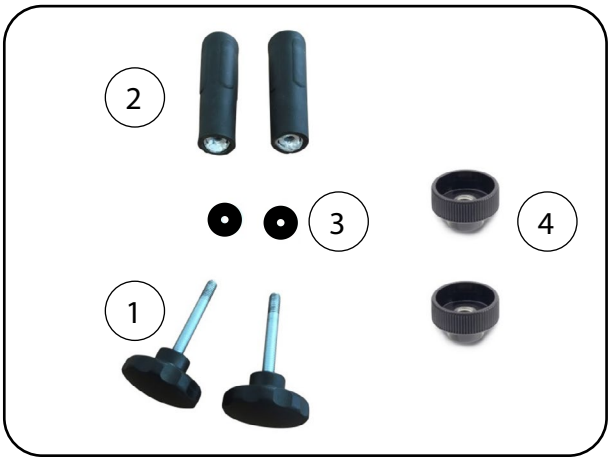

Abb. 6.2.4.01 - Lieferumfang seitliche Zusatzgriffe
2. Stecken Sie die Sterngriffschrauben von innen nach außen durch die Bohrung (Abb. 6.2.4.02).